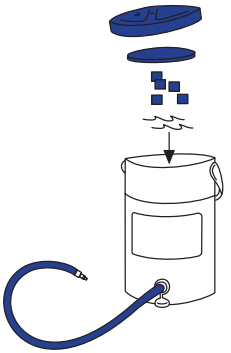

Afbeelding 1
1. Prepareer de koeler voor u de Cryo/Cuff aanbrengt (Afbeelding 1) 72
1. Prepareer de koeler voor u de Cryo/Cuff aanbrengt (Afbeelding 1)